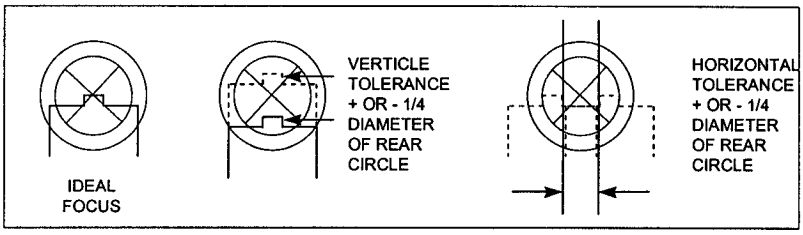

Figure 2-11
j. If the focus fixture is above the sighting marks, turn each focus knob two (2) or three (3) more complete turns until it is either below or right on.
l. Observe the focus fixture. Is it right or left or low? If so, turn only the third focus knob until the focus fixture is centered See Figure 2-11.